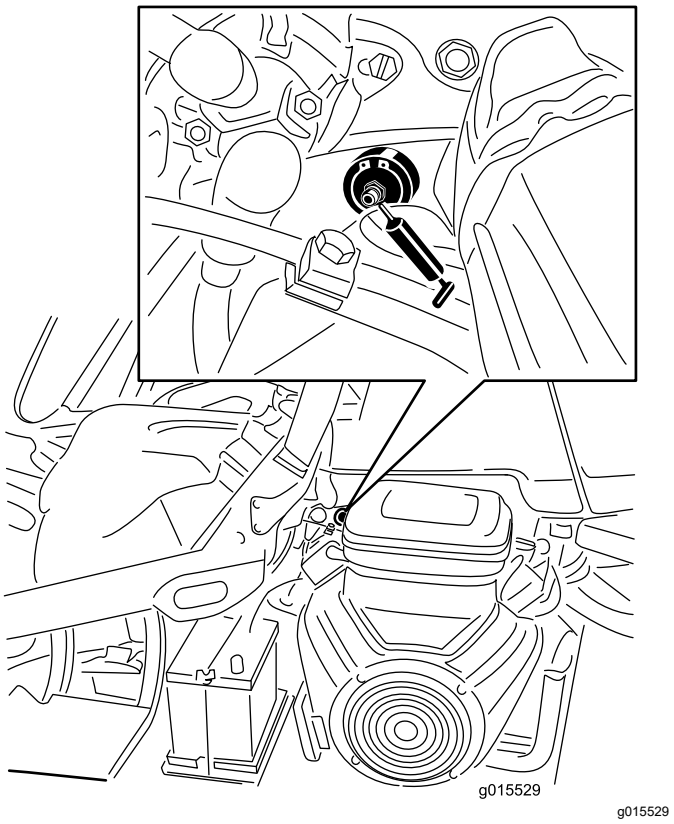

Figura 28
1. Limpie el engrasador para evitar que penetre materia extraña en el cojinete o el casquillo (Figura 28).